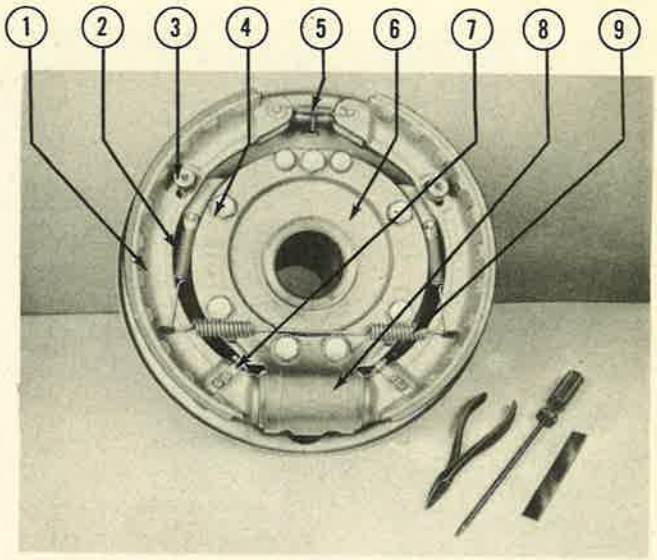

Figure 162—Brake Assembly Complete
(c) BRAKES. *(See figure 162.)*
a. The torque spider (figure 162), the main structural part of the brake, includes a hydraulic cylinder which is open at both ends. Two holes in the cylinder wall lead to threaded bosses, one for attachment of the hydraulic lines and the other to permit bleeding of the brake system. A series of holes, equally spaced, permit bolting of the spider to the brake torque collar.
b. Two identical brake shoe and lining assemblies (figure 162) are nonrigidly fixed about the brake spider to allow for a full floating shoe ring.
(figure 162) are installed in the hydraulic cylinder. The outer ends of each piston are undercut to a rounded cross section to accommodate the bearing pin on the anchor caps.
e. The star wheel adjusting screw (figure 162) has a right-hand thread on one side and a left-hand thread on the other. This screw attaches the lower ends of the shoes together by screwing into pivot nuts fitted into the end of each shoe.
f. Each shoe is provided with a major adjusting screw (figure 162) installed near the operating end of the shoe. This screw fits into the threaded bosses provided on each shoe and the head of the screw bears against the flat surface on the brake spider.
g. A shoe return spring (figure 162), two shoe pull-down springs, two shoe hold-down springs, and a balance spring are installed on the brake.
i. The duo-servo brake is designed to utilize the servo principle in building up braking force in that the forward motion of the wheel is utilized to aid the operator in applying the brakes. The operation of the brakes is as follows: When toe pressure is applied to the rudder-brake pedals, the brake control valve is actuated and hydraulic fluid under pressure is directed to the brake actuating cylinder. (Refer to paragraph 13.*d.*(2) for a complete description of the brake hydraulic system and operation of the brake control valve.) The hydraulic fluid under pressure forces the brake actuating pistons to move outward and this outward force is transmitted to the brake shoes by the anchor caps. Both brake shoes simultaneously are forced into contact with the brake drum. The friction force in direction of wheel rotation which is built up on one shoe, which acts as the primary shoe, is transmitted to the other shoe by the star wheel adjustment screw. The servo action of the primary shoe on the other shoe, acting as the secondary shoe, is built up rapidly and the secondary shoe tends to move in the direction of wheel rotation. The servo action takes place immediately after brake application; therefore, in effect, only one piston acting on the primary shoe causes actuation of the brake. Duo-servo brakes operate equally well in either direction of wheel rotation. When toe pressure on the rudder-brake pedal is released, the brake shoes are immediately snapped to the full "OFF" position by the shoe return spring and held in this position by the return spring and shoe hold-